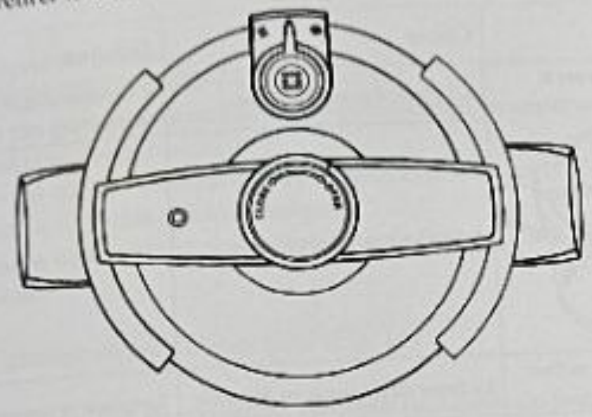

Fig. 12
① Refroidissement naturel. Lorsque le temps de cuisson est écoulé, éteindre le feu et laisser reposer un moment en attendant la dépressurisation. Lorsque l'indicateur (soupape de sécurité) est redescendu, la cuisson est terminée. Tourner le bouton vers la position indiquée sur l'image de la Fig. 12, puis retirer le couvercle.